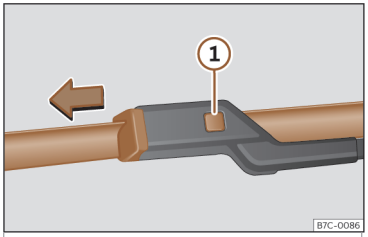

Fig. 41 Cambio de las escobillas del limpiaparabrisas.
- Mantenga presionada la tecla de desbloqueo››› fig. 41 ① tirando ligeramente de la escobilla en el sentido de la flecha.